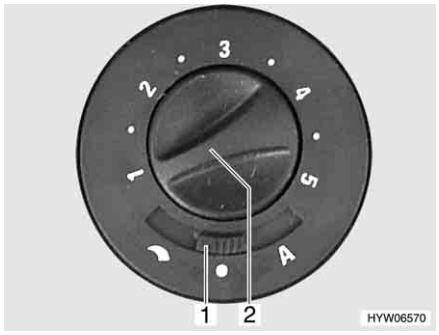

Fig. 120 Operating switch for circulation fan
- Set sliding switch (Fig. 120,1) to "⁀" (manual control) or "**A**" (automatic operation).
- Turn the knob (Fig. 120,2) to set (manual control) or limit (automatic operation) the power of the circulation fan.
- Set sliding switch (Fig. 120,1) to "●" (off).